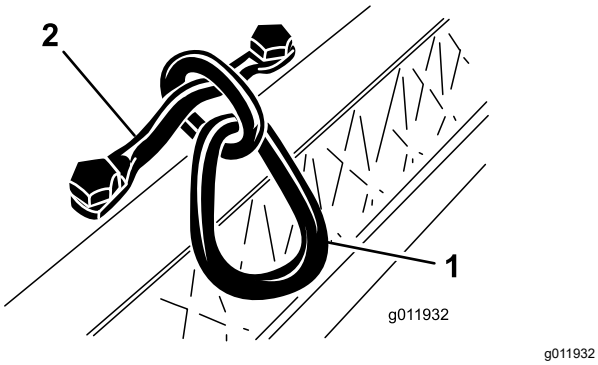

Bild 7
2. Ziehen Sie die Kopfschrauben auf ein Drehmoment von 34-40 N·m an (Bild 7).